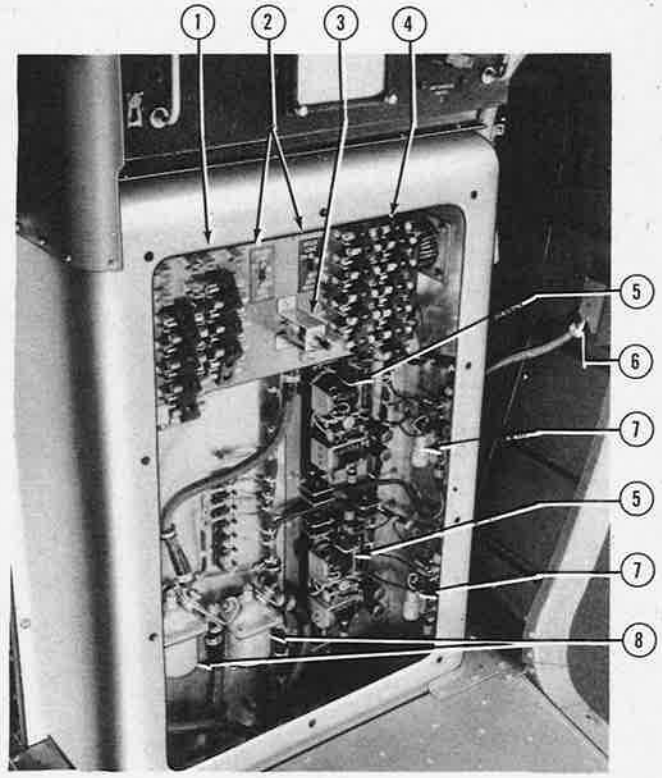

Figure 444—Main Electrical Junction Box (C-47)
1. MAIN ELECTRICAL JUNCTION BOX.—The main electrical junction box (figure 444) is installed on the forward side of the forward bulkhead of the navigator's compartment (left-hand baggage compartment, on some airplanes). The top part of the box cover is a spring-hinged door which opens forward. A lamp in the top of the box is turned "ON" when the door is open, by the operation of a switch inside the box. Inside the small door are the two main line generator switches. The whole junction box cover may be removed by removing the spring screws around the edge of the cover. Inside the junction box are the following units: the two generator control panels, the two battery connector relays, the two condensers, the two voltammeter shunts, the antenna reel control box lamp relay, connector panels, and the fuse panel. The fuse panel contains fuses for the various protected circuits of the airplane's electrical system. Every fuse is supplied with a spare.